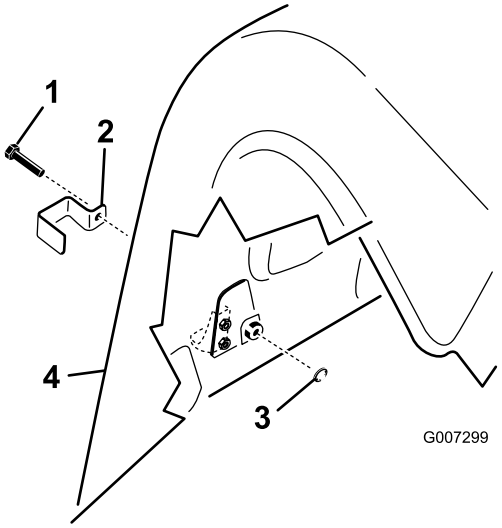

Figuur 15
1. Bevestig met een tapbout een vergrendelbeugel over de linker en rechter, onderste en bovenste motorkapsluitingen op de ProCore 864 (in totaal vier) (Figuur 15).
2. Bevestig met een tapbout een vergrendelbeugel over alle achterste onder-motorkapsluitingen en de buitenste boven-motorkapafsluitingen op zowel de linker als de rechter achterkap op de ProCore 1298 (drie per beluchtkop, in totaal zes) (Figuur 15).
3. Schroef met een tang of baco een inwendige borgring op elke bout (1–2 omwentelingen) om de beugels vast te zetten (Figuur 15).